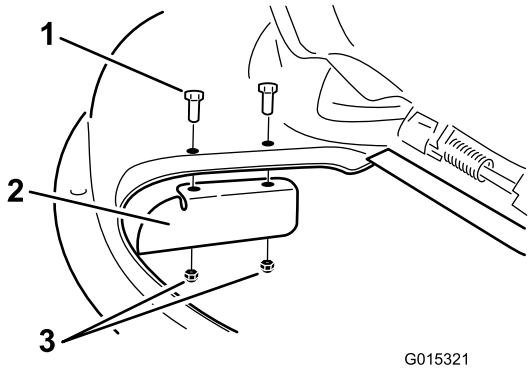

Figur 30
9. Monter en kantskjerm på klippeenheten Figur 30.
3. Fjern kantskjermen fra klippeenheten (Figur 30).